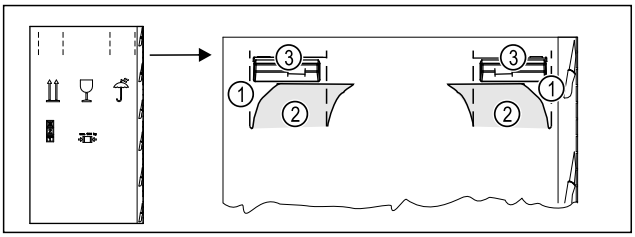

Fig. 6
▶ Druk het verpakkingskarton aan de bovenkant van de perforatie *Fig. 6 (1)* in.
▶ Trek de ingedrukte lipjes *Fig. 6 (2)* naar buiten.
▷ De draagbeugel *Fig. 6 (3)* is rechts en links zichtbaar.
▶ Houd het apparaat vast aan de draaggrepen *Fig. 6 (3)*.